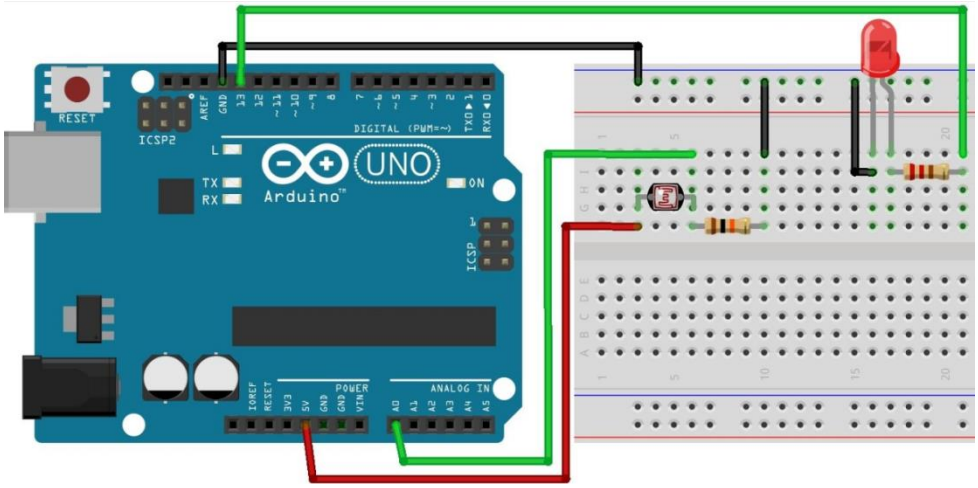

Рисунок 3. Схема подключения
3) Перед вами схема подключения фоторезистора и светодиода. Выполните подключение согласно схеме(см.рис.3):